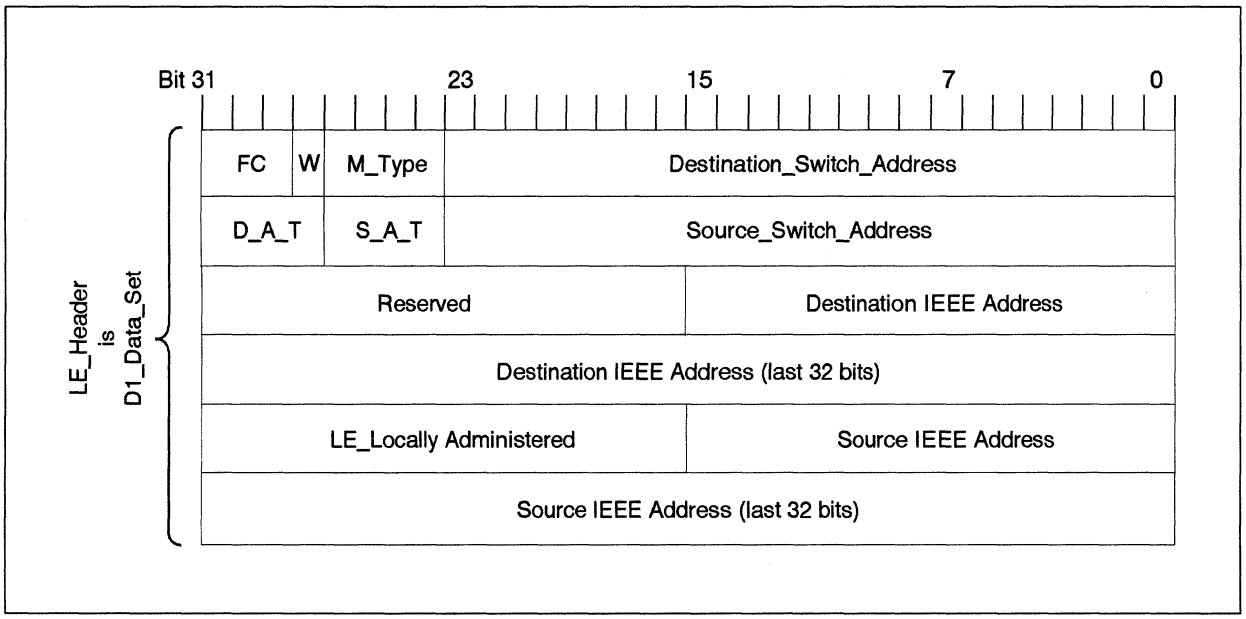

**Figure 4-3. Link Encapsulation Packet Format Header**
The Link Encapsulation (LE) protocol specification is the currently supported protocol for detailing the header information passed to the D1_Area. The LE protocol envelopes a 802.2 LLC packet for transmission over HIPPI Framing Protocol. The Destination Hub Address, Destination Port, Source Hub Address and Source Port fields in the LE_Header identify the physical address of the hub which this packet has started from or is destined to. Figure 4-3 shows the LE Packet Format.